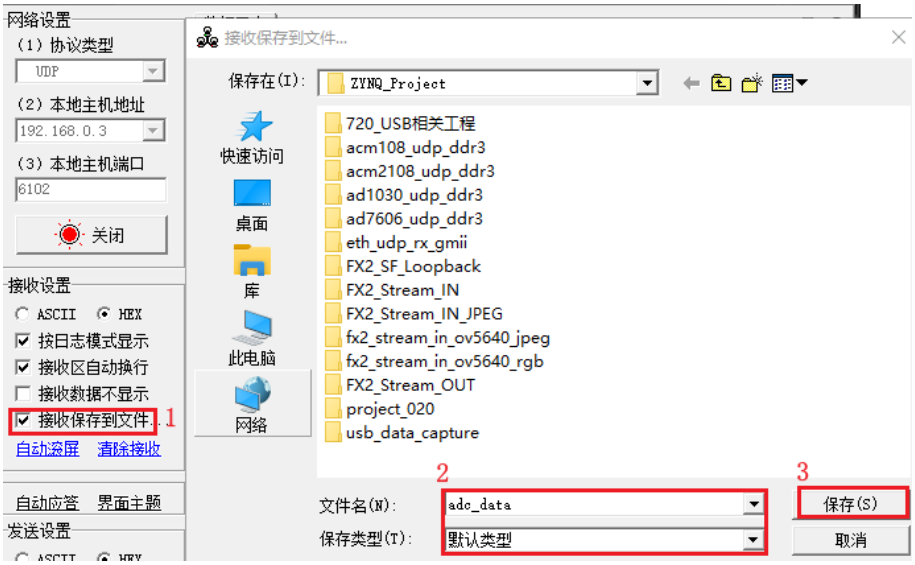

图 1-30 设置保存文件
6. 点击“接收保存到文件”这几个字，在弹出的界面中设置文件路径、文件名称，如下图 1-30 所示。这样在数据接收完成之后会保存一个数据文件。方便后面进行分析。